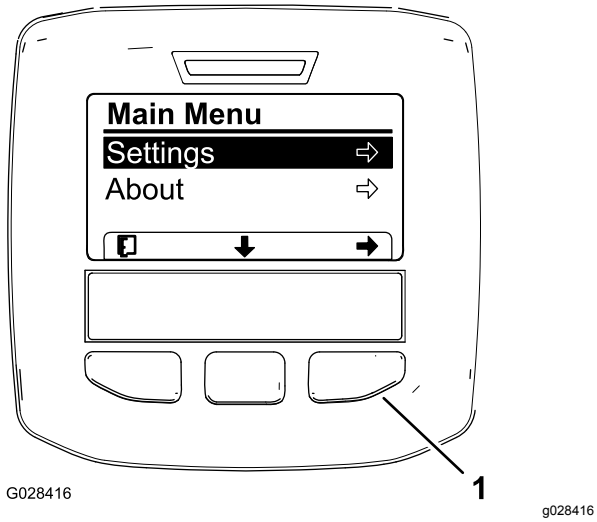

Figur 52
3. Tryck på den mittersta valknappen för att gå till huvudmenyn (Figur 52).
5. Tryck på vänster valknapp för att spara ditt/dina val, lämna inställningsmenyn och återvända till huvudmenyn (Figur 52).
9. Tryck på vänster valknapp för att lämna inställningsmenyn och återvända till huvudmenyn (Figur 52 och Figur 54).